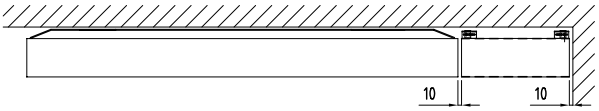

Figure 14. Cover with ceiling attachments.
4.- Cover with ceiling attachments (see fig. 14).